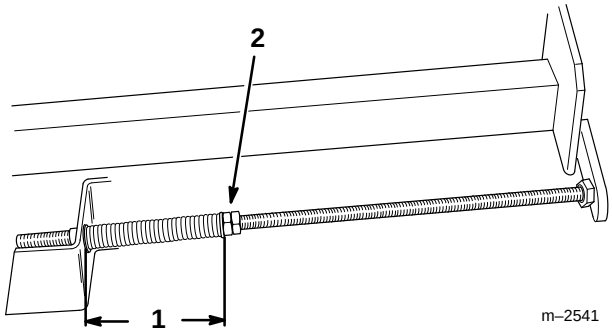

Figure 29
6. Tighten the jam nuts on the adjusting shafts until the springs are compressed to a length of 5” (12.7 cm) (Fig 29).